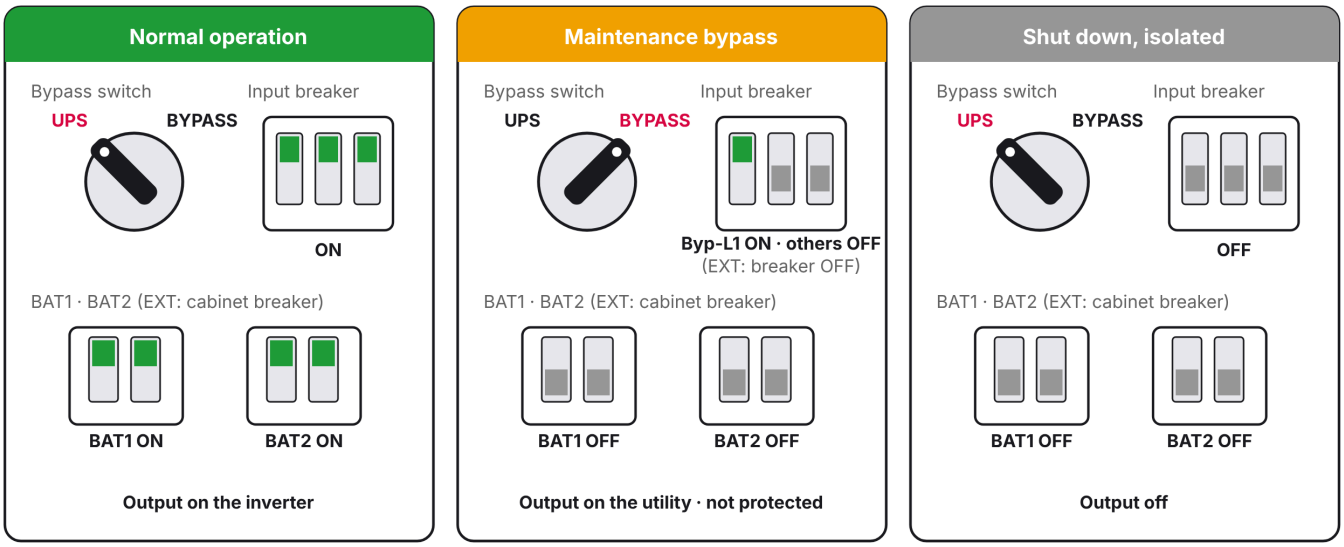

FIGURE 6-1 Positions of the maintenance bypass switch, the input breaker and the battery breakers
1. Keep BAT1 and BAT2 open and the UPS off (Figure 6-1, right).